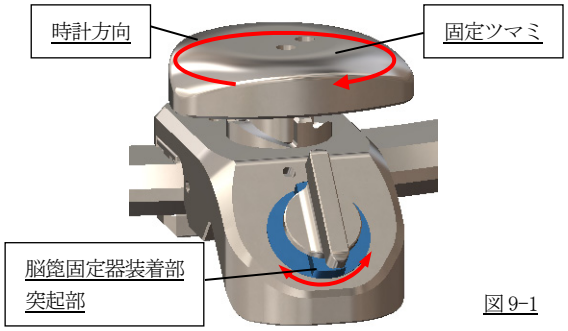

図 9-1
(2)-1 脳篭固定器装着部の突起部をフレームに対して垂直にしてください。(図 9-1)
(2)-2 固定ツマミを時計方向に回し仮固定してください。(図 9-1)